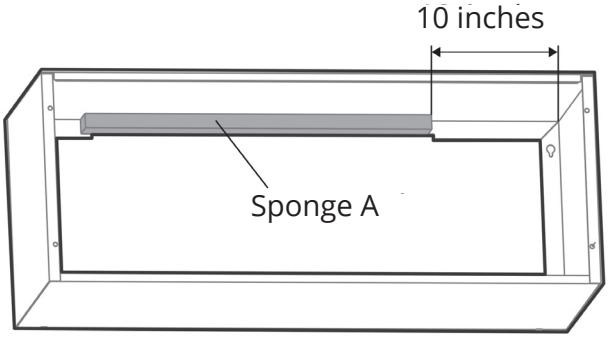

Fig. 3-1
- If using an old wall sleeve, the sponge on the wall sleeve must be replaced. First, remove the old sponge from the sleeve and attach Sponge A from the accessories list. (See Fig. 3-1.)
- If using a new wall sleeve, simply attach Sponge A. (See Fig. 3-1.)